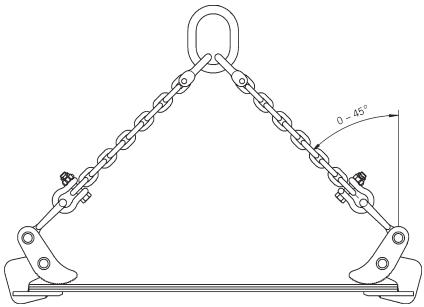

Fig. 4
- L'angle maximal de l'élingue de chaîne (Fig. 4) ne doit pas excéder 45°.